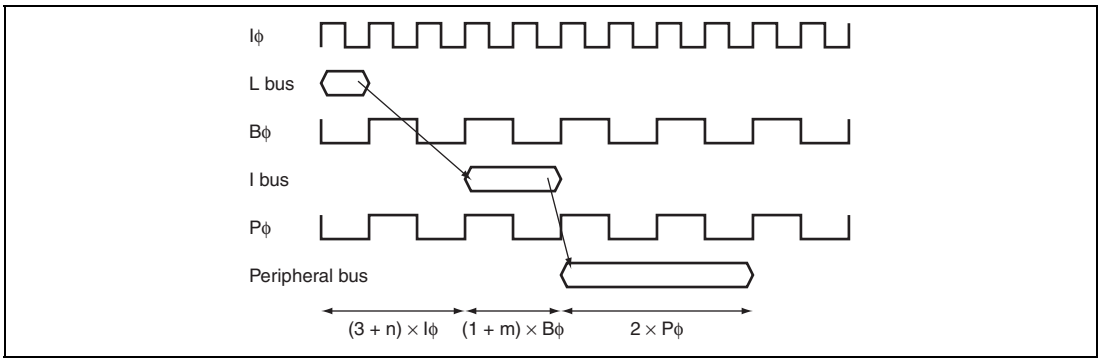

**Figure 9.11 Timing of Write Access to On-Chip Peripheral I/O Registers When Iϕ:Bϕ:Pϕ = 4:2:2**
Synchronous logic and a layered bus structure have been adopted for this LSI. Data on each bus are input and output in synchronization with rising edges of the corresponding clock signal. The L bus, I bus, and peripheral bus are synchronized with the Iϕ, Bϕ, and Pϕ clock, respectively. Figure 9.11 shows an example of the timing of write access to a register in 2Pϕ cycle access with the connected peripheral bus width of 16 bits when Iϕ:Bϕ:Pϕ = 4:2:2. In access to the on-chip peripheral I/O registers, the CPU requires three cycles of Iϕ for preparation of data transfer to the I bus after the data has been output to the L bus. After these three cycles, data can be transferred to the I bus in synchronization with rising edges of Bϕ. However, as there are two Iϕ clock cycles in a single Bϕ clock cycle when Iϕ: Bϕ = 4:2, transfer of data from the L bus to the I bus takes (3 +
n) × Iϕ (n = 0 to 1) (3 × Iϕ is indicated in figure 9.11). The relation between the timing of data output to the L bus and the rising edge of Bϕ depends on the state of program execution. In the case shown in the figure, where n = 0 and m = 0, the time required for access is 3 × Iϕ + 1 × Bϕ + 2 × Pϕ.